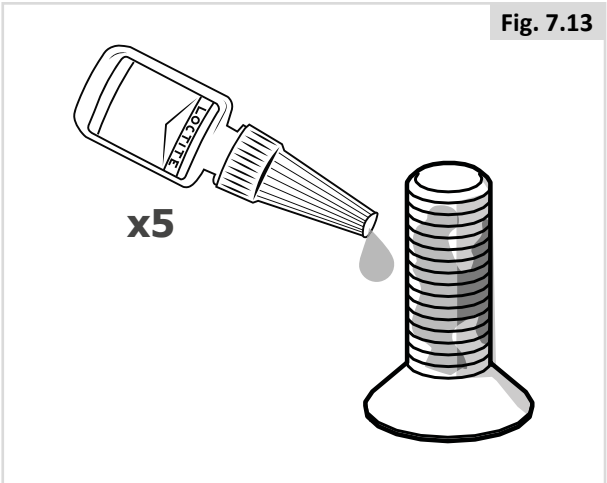

Fig. 7.13
8. Tragen Sie Loctite 222 (oder ein gleichwertiges Produkt) auf die Schraube auf (Fig. 7.13).